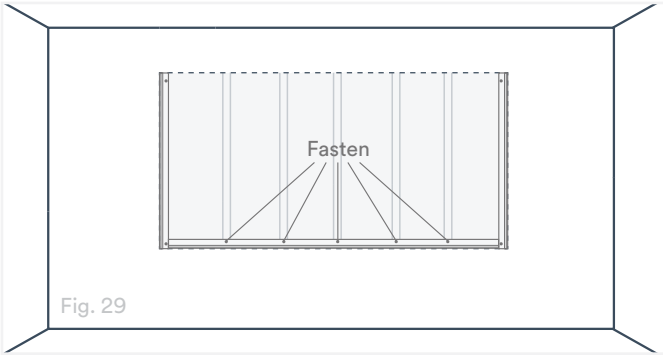

Fig. 29
7. Measure and cut a Universal Base to fit along the bottom and between the two vertical Universal Bases. Align the Universal Base with the horizontal height line you marked in Step 3 and ensure the screw flange is pointing into the SlatWall area. Fasten at each stud location (Fig. 29).